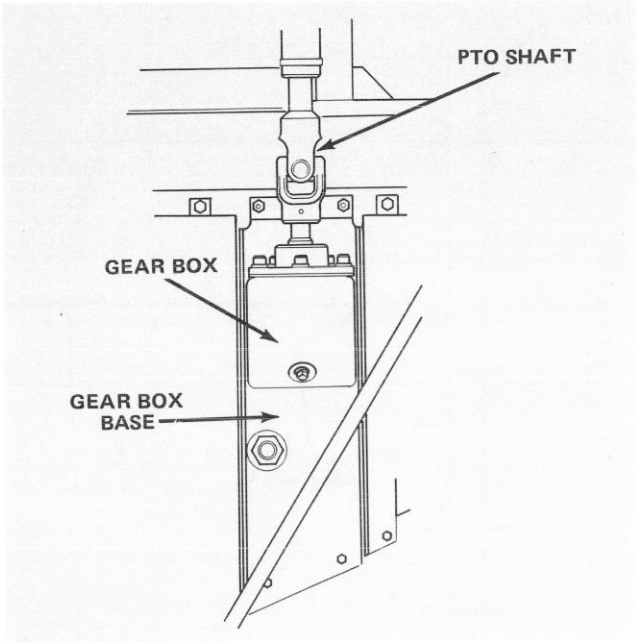

Figure 42
4. Remove four carriage bolts, lockwashers and nuts securing gear box base to top of cutting unit (Fig. 42). Slide gear box and base forward until PTO shaft separates. Place gear box base assembly on workbench.
7. Slide PTO shaft into PTO tube. Loop belt around gear box pulley and mount gear box base on top of cutting unit with four carriage bolts, lockwashers and nuts (Fig. 42).